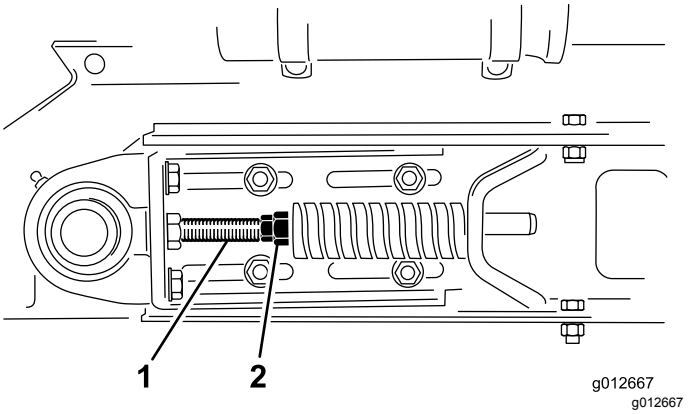

**Figur 25**
1. Løsn de forreste og bageste kontramøtrikker på spændstangen for at frigøre fjederspændingen (Figur 25).